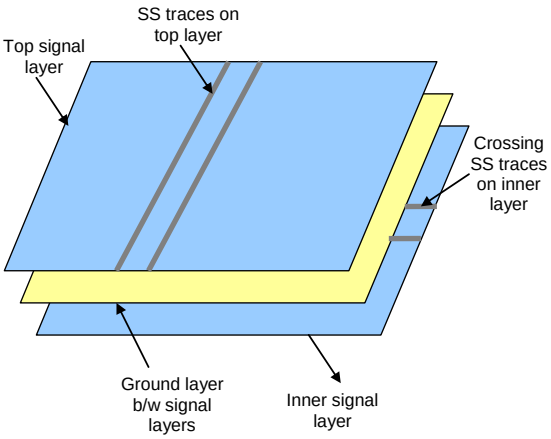

Figure 16 Ground insertion
- Whenever two pairs of USB/LVDS traces cross each other in different layers, run a ground layer between the two USB signal layers. See Figure 16